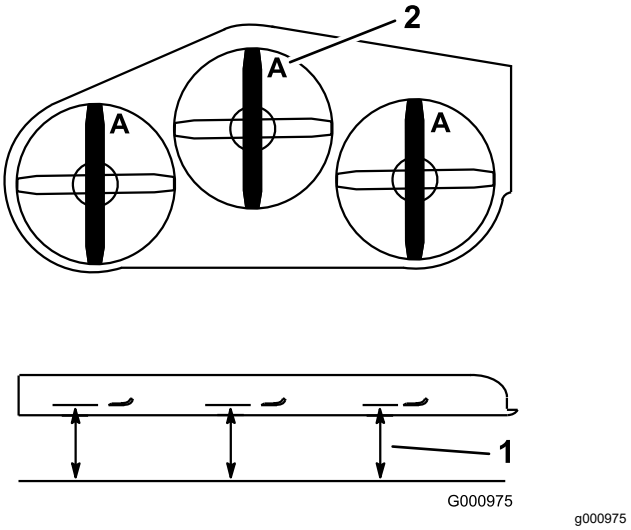

Figure 86
2. Mesurez la distance entre la surface plane et le tranchant (position **A**) des lames (Figure 86).